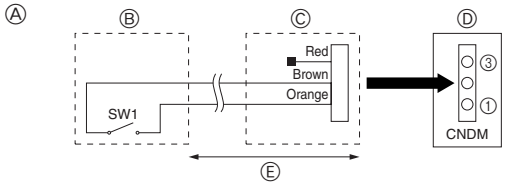

Fig. 8-1
8.1. Low noise modus (ændring på stedet) (Fig. 8-1)